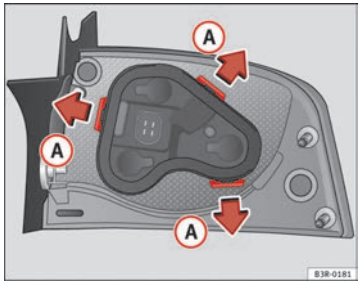

Abb. 211 Befestigungslaschen Rückseite Heckleuchte
– Entriegeln Sie die Befestigungslaschen ⇒ Abb. 211 (A).